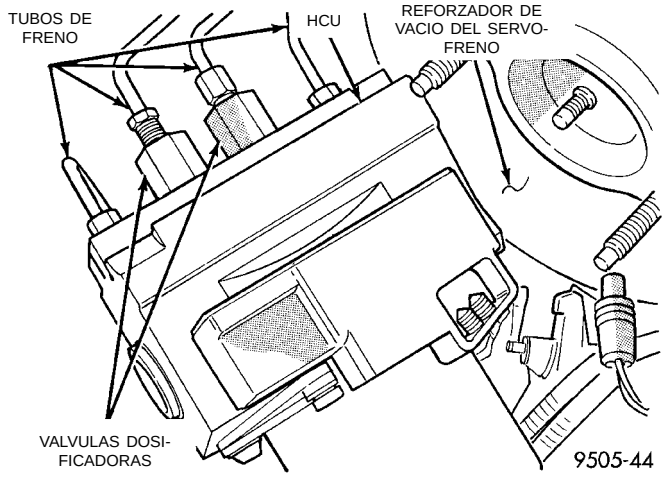

Fig. 29 Posiciones de las válvulas dosificadoras en la HCU
Una válvula dosificadora controla el freno trasero derecho y la otra el freno trasero izquierdo (Fig. 29). Puesto que el sistema ABS efectúa el ciclaje de ambos frenos traseros al mismo tiempo, deben probarse ambas válvulas a fin de aislar la válvula dosificadora sospechosa.
(1) Realice una prueba de carretera para verificar si se produce el ciclaje prematuro del ABS en las ruedas traseras. Para determinar cual de las válvulas dosificadoras debe probarse, consulte la (Fig. 29).
(2) Retire el tubo de freno hidráulico (Fig. 29) de una de las válvulas dosificadoras.
(3) Retire luego la válvula dosificadora de ese orificio de salida de la HCU.